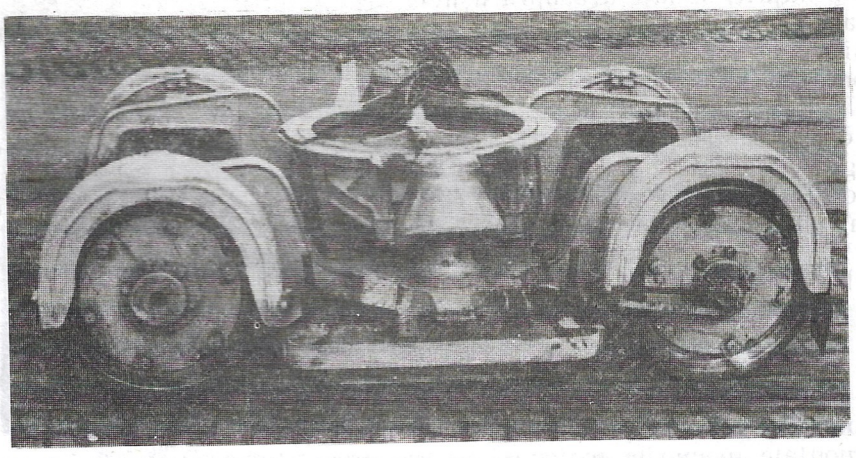

*Fig. 39* Boghiul purtator al tramvaiului V3A (V2A)
- boghiurile purtătoare (Fig. 39), care preiau sarcina de la caroserie şi o transmit la şină;